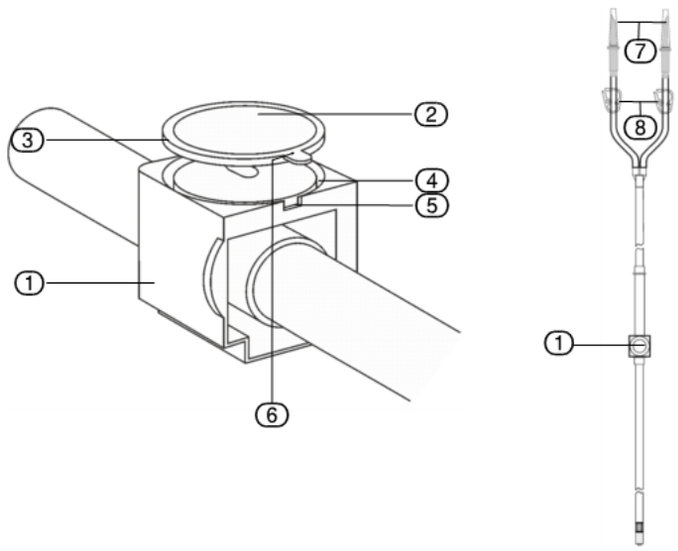

Fig. 9-2 Membrane de chambre sous pression et position dans le lot de tubulures d'entrée
1. Avant le nettoyage : Retirer la membrane avec précaution (2) de la chambre sous pression (1) (cf. Fig. 9-2 "Membrane de chambre sous pression et position dans le lot de tubulures d'entrée"). Pour ce faire, tirer la languette de la membrane (6) vers le haut. Veiller à ne pas endommager la membrane. Les membranes endommagées doivent être retirées.
1. Si nécessaire, retirer les embouts de protection des perforateurs ⑦ (cf. Fig. 9-2 Membrane de chambre sous pression et position dans le lot de tubulures d'entrée).
2. Ouvrir les pinces pour tubulure ⑧.
Réinstallation de membrane avant la stérilisation (cf. Fig. 9-2 Membrane de chambre sous pression et position dans le lot de tubulures d'entrée) Placer la lèvre de la membrane (3) dans la rainure annulaire (4) de la chambre de pression. La languette (6) doit figurer dans l'encoche (5) prévue à cet effet. Appuyer la lèvre de la membrane dans la rainure (4). Une membrane correctement insérée est alignée avec la chambre de pression et ne présente aucun pli.